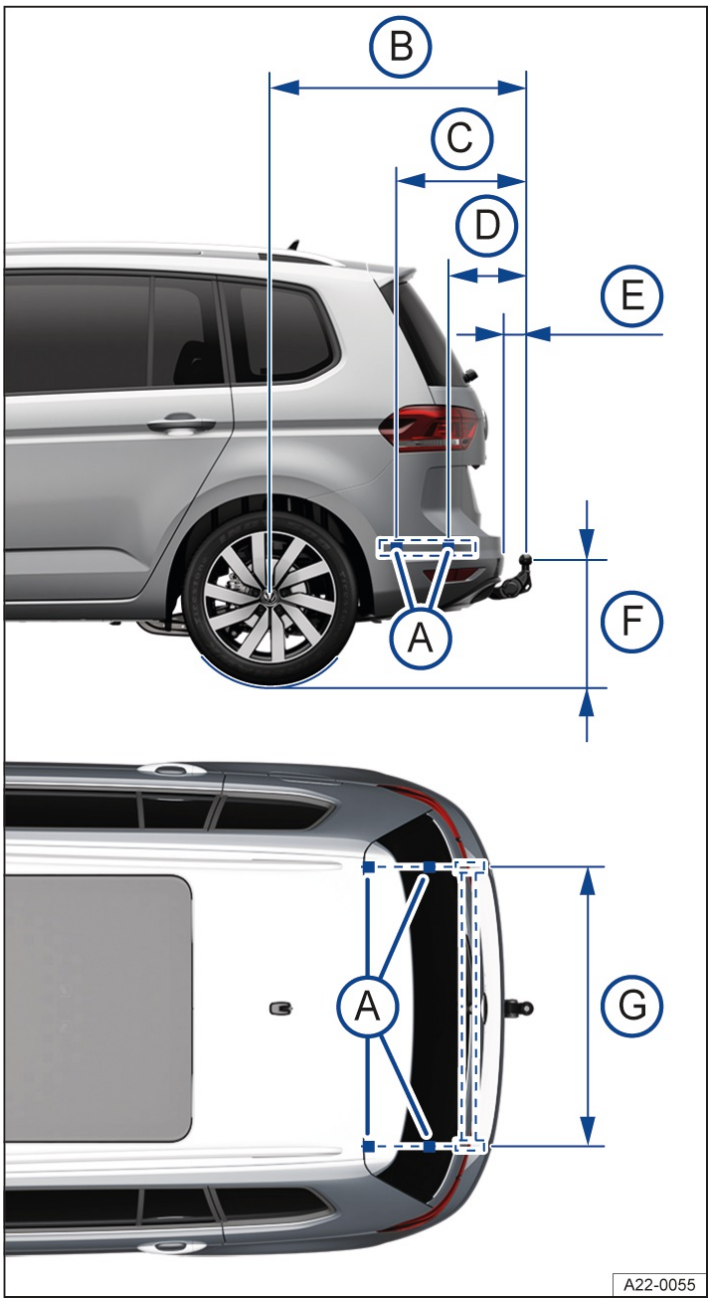

Fig. 1 Dimensions and mounting points for retrofitting a trailer hitch.
The correct dimensions → *fig. 1* must always be used when retrofitting a trailer hitch. The smaller specified dimension from the center of the ball mount to the road surface (F) must always be met. This also applies when the vehicle is fully loaded including the maximum tongue weight.